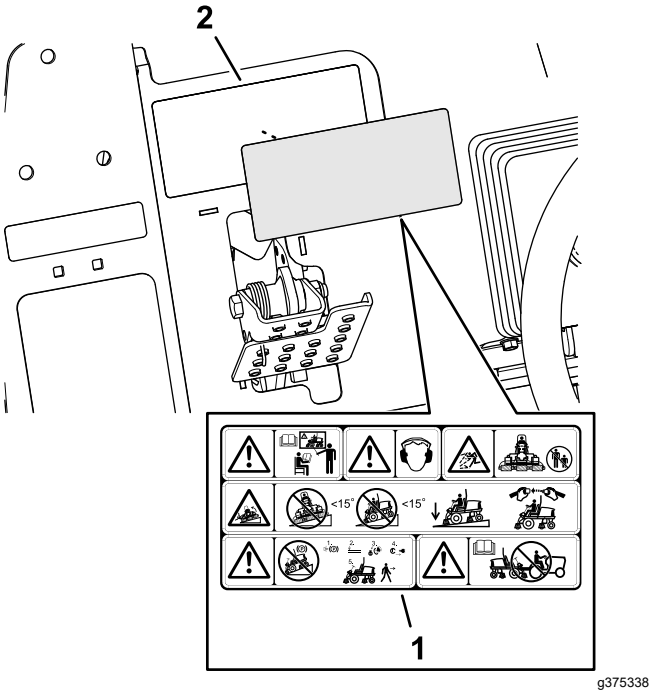

Figuur 36
1. Gebruik schoonmaakalcohol en een schone doek om het oppervlak van waarschuwingssticker 133-2930 schoon te maken, en laat de sticker drogen (Figuur 36).